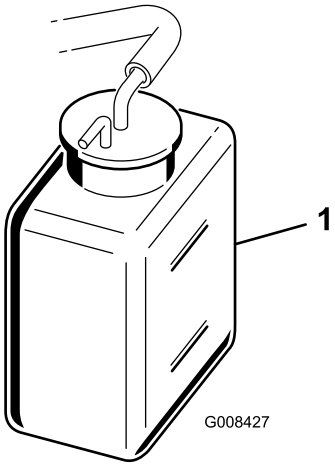

Figur 28
2. Kontrollera kylvätskenivån (Figur 28).